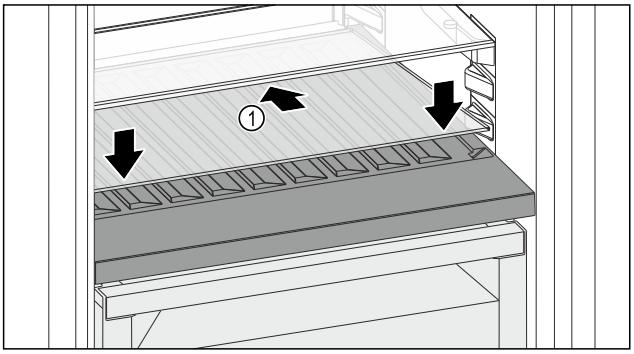

Fig. 207
▶ 向后下方倾斜放置玻璃隔板 *Fig. 207 (1)*。
▶ 放低玻璃隔板 *Fig. 207 (1)* 前部。